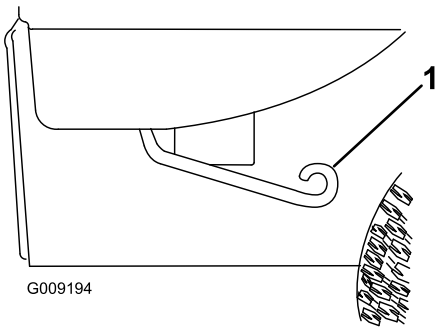

Figur 14
1. Hev spaken på en av sidene av kassen og hev kassen (Figur 14).